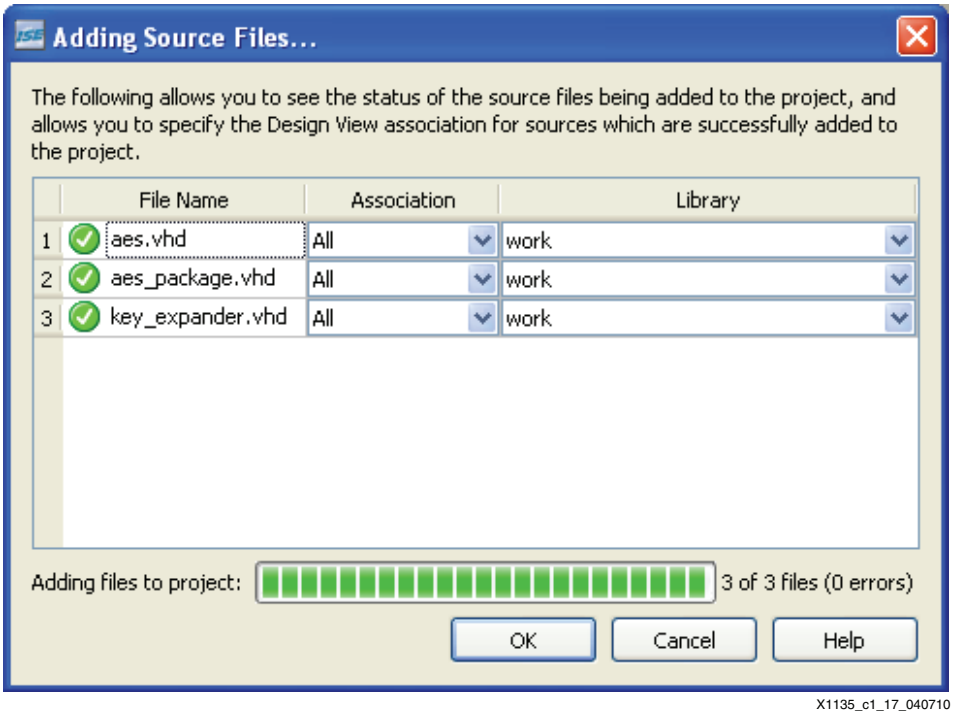

Figure 2-11: **Adding Source Files**
11. Click **OK** (see Figure 2-11).